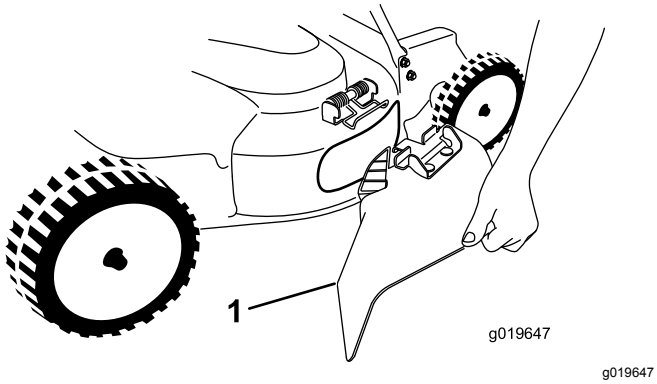

Figuur 25
5. Breng het zijuitwerpkanaal (Figuur 25) aan door de veer omhoog te trekken; breng het kanaal aan over de opening en laat de veer weer zakken over de uitsteeksels bovenop het uitwerpkanaal.